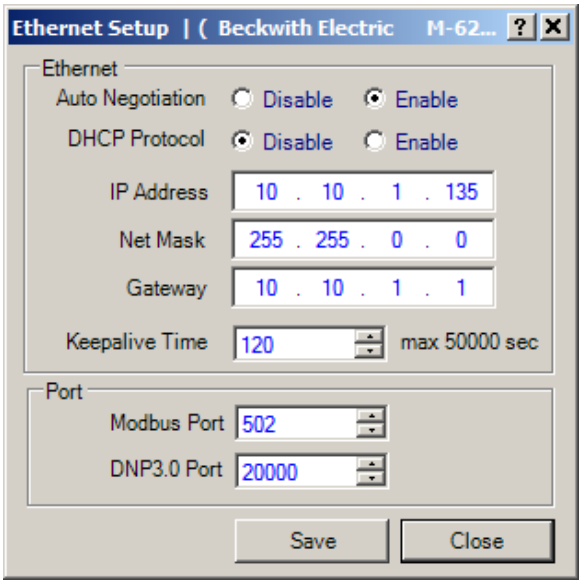

Figure 4-27 Setup Ethernet Dialog Screen
- If the Ethernet option is enabled in the control, TapTalk will display the Setup Ethernet dialog screen (Figure 4-27).
a. If the Ethernet hardware is present, select "OK" to enable. TapTalk will then display the Setup Ethernet dialog screen (Figure 4-27). Go to Step 10.
a. From the Setup Ethernet dialog screen (Figure 4-27) select **DHCP Protocol** "Enable"